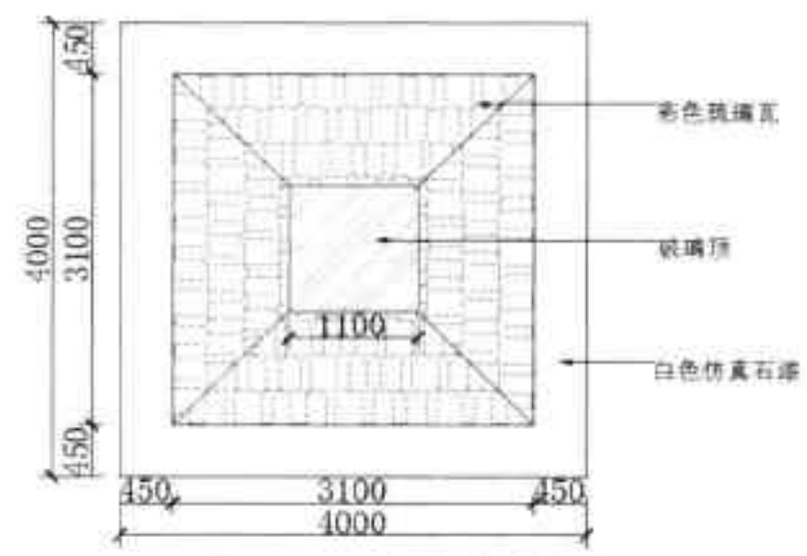

图20-12 添加文字注释
Step 12 执行“多重引线”命令，对图形进行文字注释，如图 20-12 所示。至此凉亭平面图全部绘制完毕。